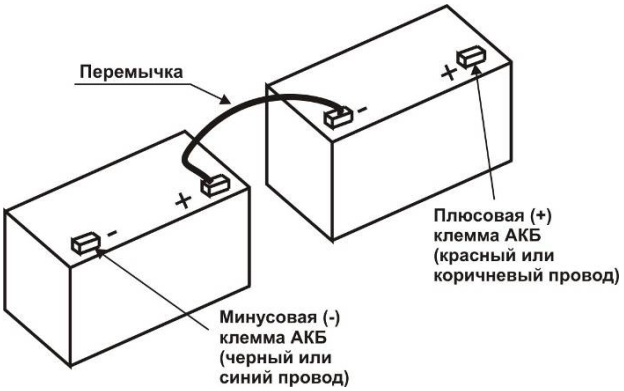

Рис.10 Размещение батарей и их подключение
2) Установите входящую в комплект поставки перемычку как показано на Рис.10.